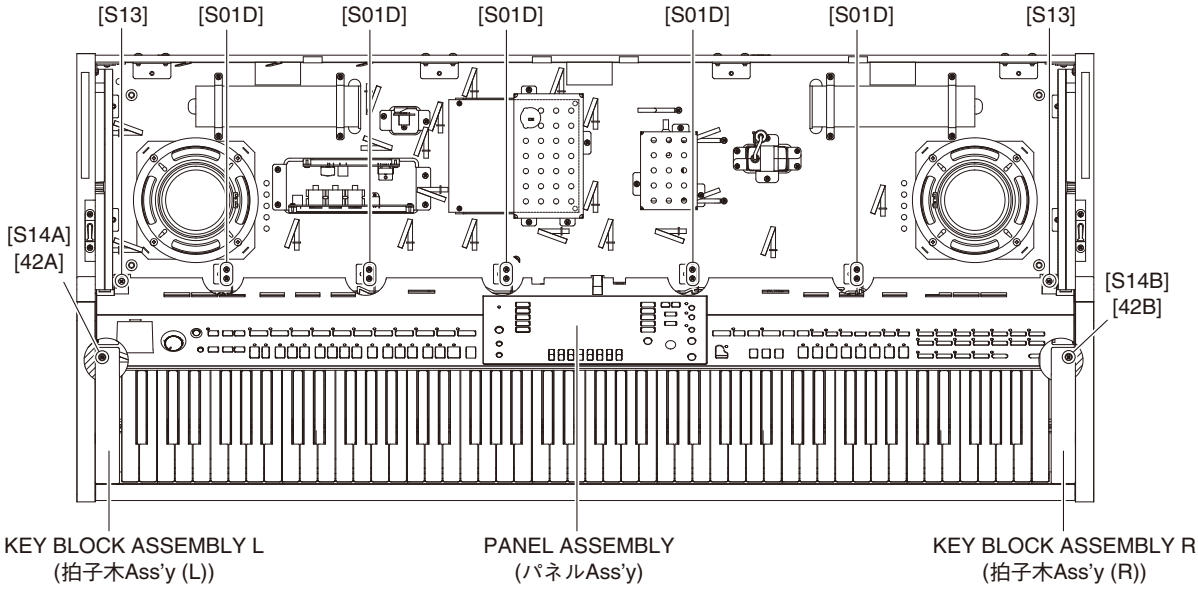

Fig. 9（図 9）
8-3. Remove the two (2) screws marked [S13] and the ten (10) screws marked [S01D]. The panel assembly can then be removed. (Fig. 9)
8-3. [S13] のネジ 2 本、[S01D] のネジ 10 本を外し、パネル Ass'y を外します。(図 9)